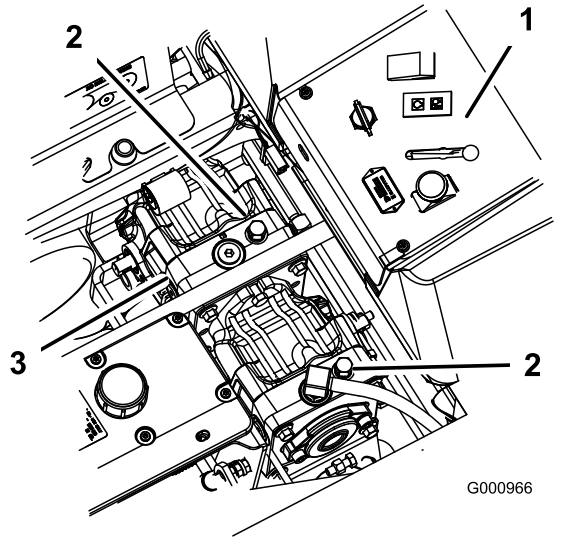

Figura 22
2. Gire las válvulas de desvío una vuelta en el sentido contrario a las agujas del reloj para empujar la máquina. Esto permite que el aceite hidráulico se desvíe alrededor de la bomba, dejando que las ruedas giren (Figura 22).
Gire las válvulas de desvío una vuelta en el sentido de las agujas del reloj para conducir la máquina (Figura 22).